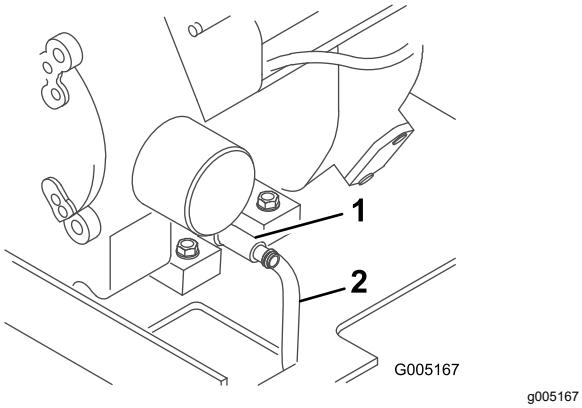

Figuur 26
4. Plaats een uiteinde van de slang op de aftapklep en het andere uiteinde in een opvangbak (Figuur 26).
5. Open de aftapklep door ze linksom te draaien, trek ze uit wanneer u ze draait (Figuur 26).